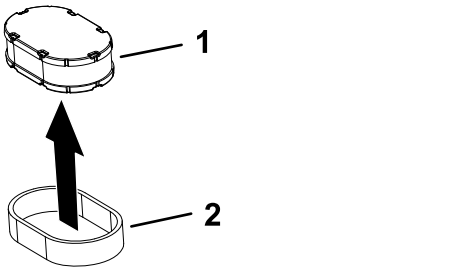

Figura 39
5. Separe os filtros de esponja e papel (Figura 39).